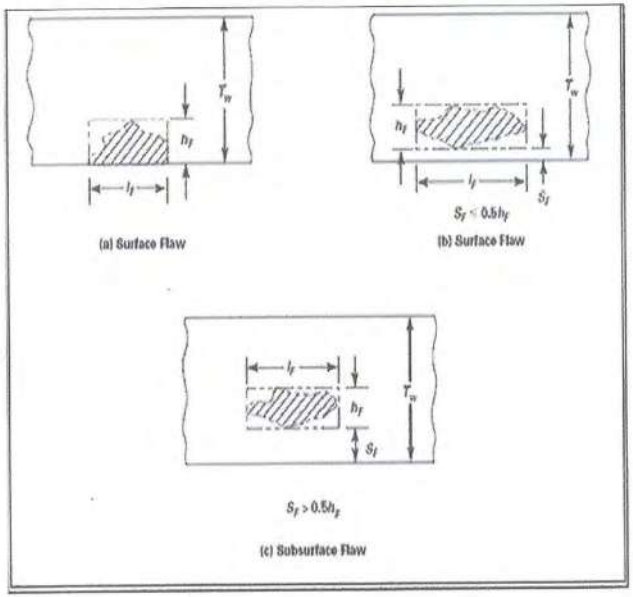

**Fig.6 Surface and Subsurface Flaw**
**9.1.** A subsurface indication shall be considered as a surface discontinuity if the separation (S in Fig 6.) of the indication from the nearest surface of the component is greater than half the through-wall dimension [h in Fig6., illustration (b)] of the subsurface indication.
**9.2.** A surface indication shall be considered as a surface discontinuity if the separation (S in Fig 6.) of the indication from the nearest surface of the component is equal to or less than half the through-wall dimension [h in Fig6., illustration (b)] of the subsurface indication.